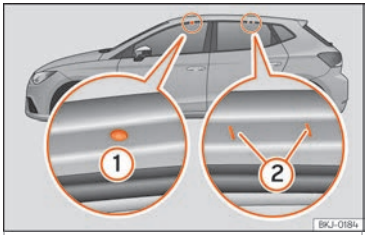

Fig. 117 Attachment points for the roof railings for the roof carrier system.
The front and rear attachment points (1) and (2) are only visible when the doors are open ››› Fig. 117.